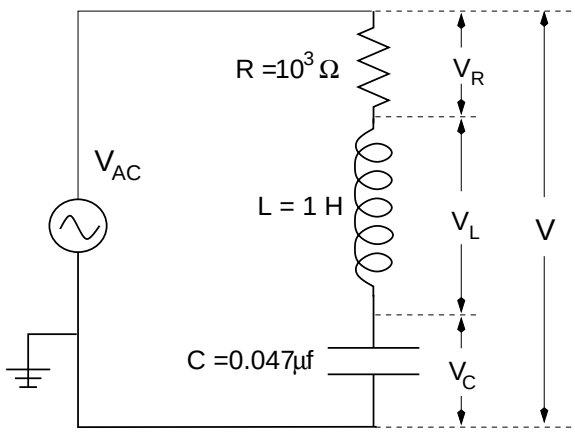

Figure 1: A series LRC circuit.
The impedance Z (in ohms) of any part of a circuit is the ratio of the rms voltage across that part and the rms current though that part: Because impedance is defined as a ratio of voltage/current, impedance is measured in ohms. If $\omega = 2\pi f$ and we measure L and C in henries and farads, respectively, then it can be shown that the impedance X_R of an resistance R is R and the impedance X_L (in ohms) of an inductance L is $X_L = \omega L = 2\pi f L$. and the impedance X_C (in ohms) of a capacitance C is $X_C = \frac{1}{\omega C} = \frac{1}{2\pi f C}$. It can also be shown that the impedance Z (in ohms) of an RLC series circuit (shown in Fig. 1) is
1. Hook up the circuit plug board as in Fig. 1. (The signal generator supplies V_{rms} (or V_{AC}.)